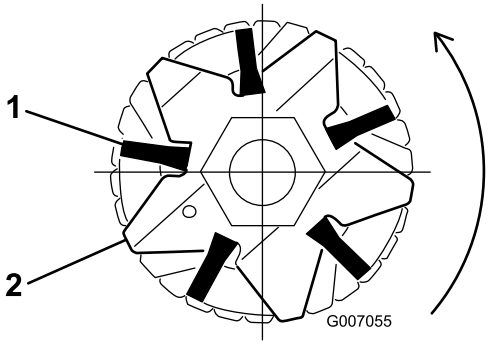
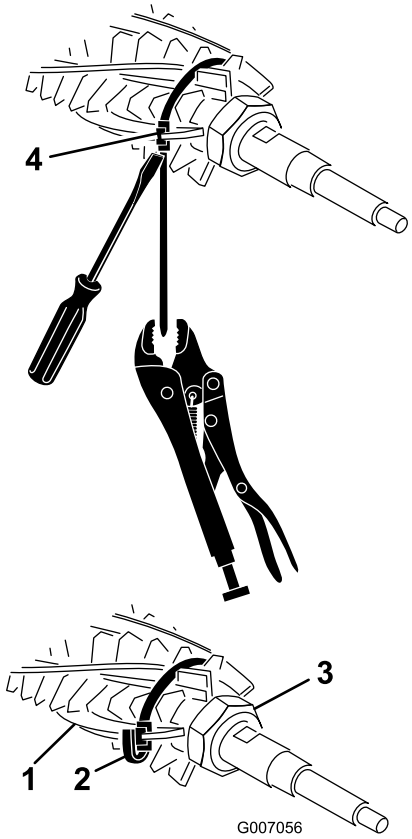

Figure 37
Figure 38
2. Verify that the brushes are seated in the groomer blade slots (Figure 37 & Figure 38).
3. Loosely wrap the straps, as shown in Figure 38, around the groomer reel shaft and brushes inserting the straps in the grooves in the brushes Figure 37 Position the brushes so the straps are between the following blades 1-2, 14-15, 28-29 and 41-42.
Note: If the broomer brushes are not seated properly in the blade slots, loosen the groomer blade retaining nuts on each end of the groomer shaft, position the broomer brushes properly in the blade slots and tighten the groomer blade retaining nuts (Figure 38).
4. While pushing a screw driver against the strap buckle, grasp the strap with a vice grip pliers and pull the straps tight until they lock in the brush grooves (Figure 38).
3. Retaining nut (2)
5. Trim off the strap to approximately 1/4 inch from the buckle and fold the excess strap over the buckle (Figure 38)